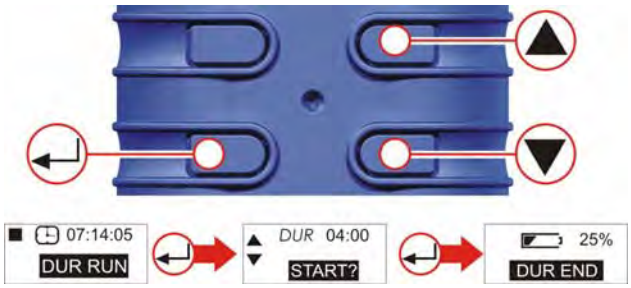

Figure 9 Run Duration
F. RUN DURATION (**PRO and PLUS ONLY)** (Fig. 9)